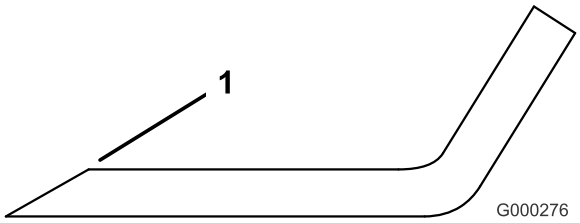

Figura 92
1. Utilice una lima para afilar el filo de corte en ambos extremos de la cuchilla (Figura 92). Mantenga el ángulo original. La cuchilla permanece equilibrada si se retira la misma cantidad de material de ambos bordes de corte.